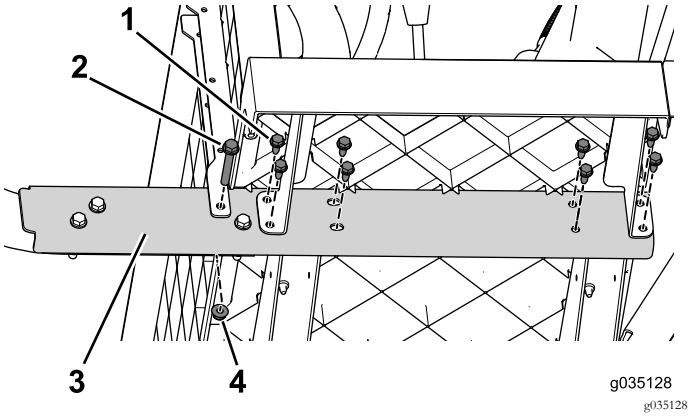

Bild 64
3. Entfernen Sie die Bundbolzen (3/8" x 2½") und Muttern, mit denen die Seitenschiene an der Maschine befestigt ist (Bild 64). Führen Sie dies an beiden Seiten der Maschine aus.
4. Arbeiten Sie von der Vorderseite zur Rückseite und entfernen Sie die Bundbolzen (5/16" x ¾"), mit denen die Seitenschiene an der Maschine befestigt ist (Bild 64). Führen Sie dies an beiden Seiten der Maschine aus.